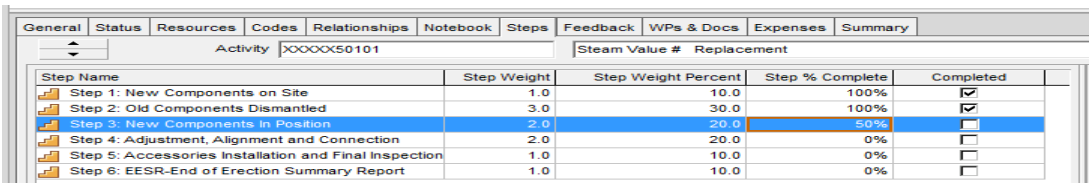

Figure 5-1: Activity Step % Complete
- If ***Activity Steps*** are applied, actualize relevant ***Activity Steps***. If a ***Step*** is partially finished, a percentage can be applied to ***Step % Complete*** as illustrated in Figure 5-1.